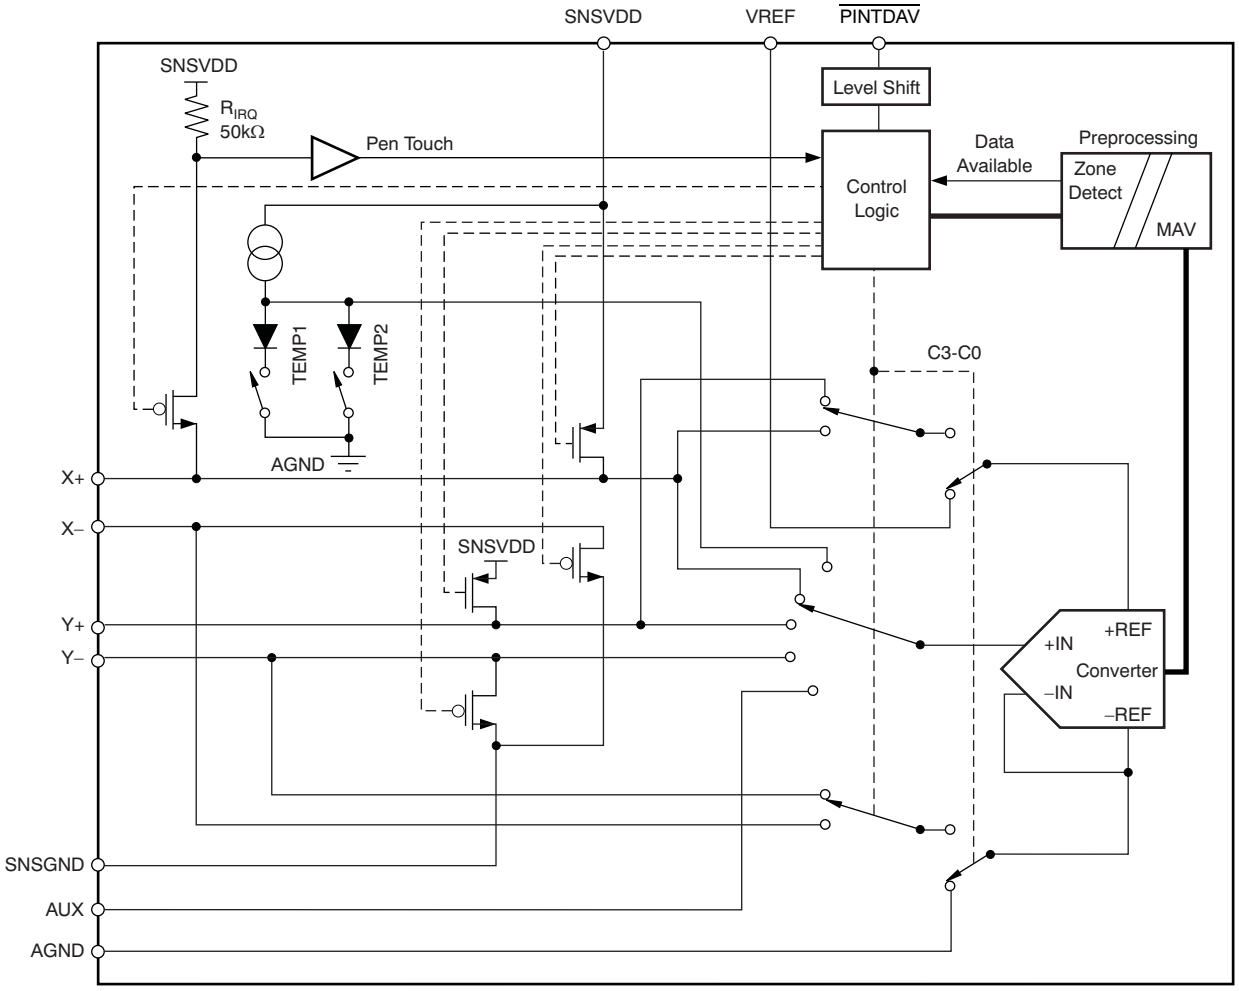

Figure 24. Simplified Diagram of the Analog Input Section
Figure 24 shows the analog inputs of the TSC2005. The analog inputs (X, Y, and Z touch panel coordinates, chip temperature and auxiliary inputs) are provided via a multiplexer to the Successive Approximation Register (SAR) Analog-to-Digital (A/D) converter. The A/D architecture is based on capacitive redistribution architecture, which inherently includes a sample-and-hold function.
(1) Reference voltage at converter: +REF – (–REF). See Figure 24.
(2) Input voltage at converter, after multiplexer: +IN – (–IN). See Figure 24.